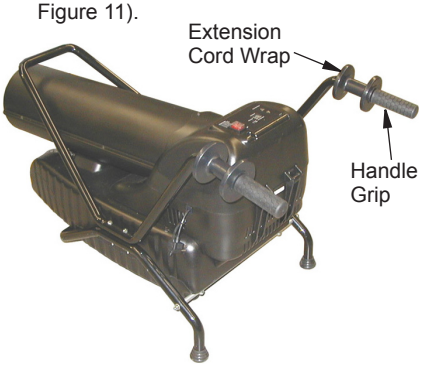

Figure 11 - Handle Grip and Cord Cleat Assembly
15. Assemble extension cord wrap to each rear handle (see Figure 11).
16. Push handle grips onto handles (see Figure 11).